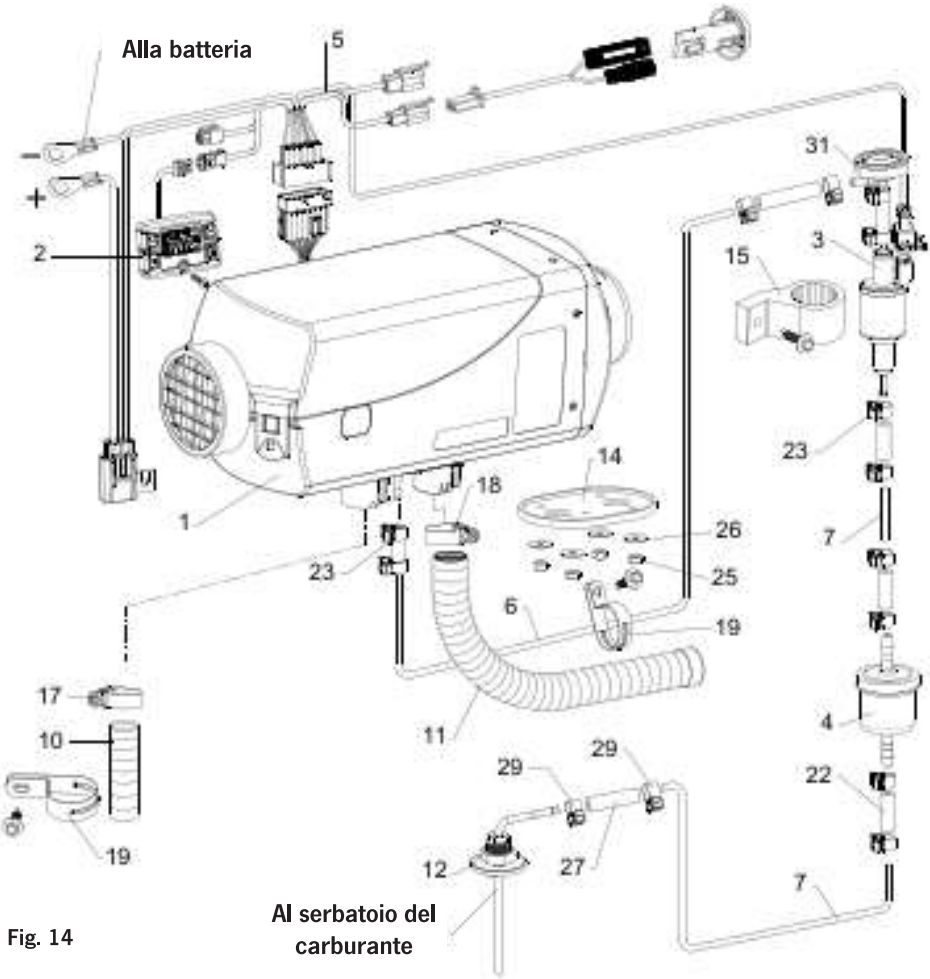

Fig. 14
32. VanHeat 4.0-DH | Informazioni sul prodotto| Lista delle parti di ricambio (Vedi Fig. 14)